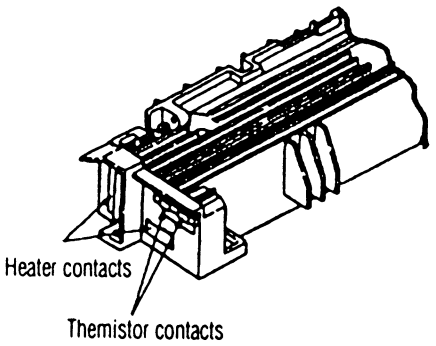

Figure 6-2
④ Fusing unit error (ERROR 71) (ERROR 72) (ERROR 73)
• Yes — Is the thermistor open or shorted? Measure the resistance between thermistor contacts (about 220kΩ at room temperature) (see Fig. 6-2 or see 7.3).
Measure the resistance between the heater contacts (normal resistance: about 0Ω) (see Fig. 6-2 or see 7.3).
• No — Is the AC voltage being supplied to the contacts for the heater of the contact assembly? (Refer Fig. 6-2)